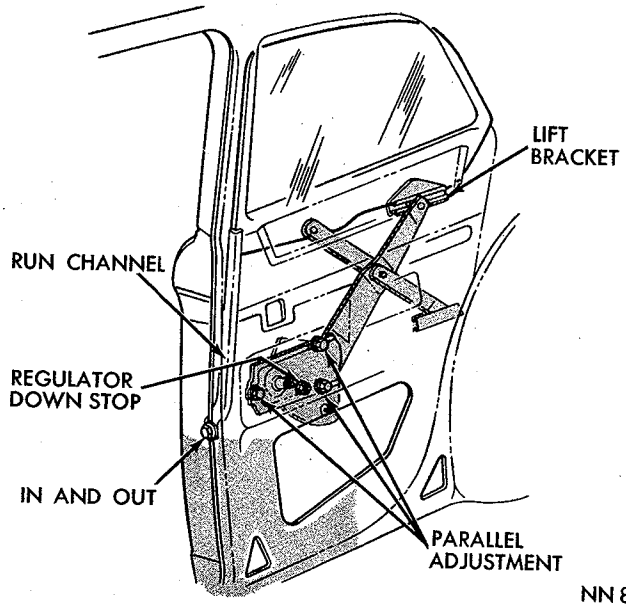

*Fig. 158—Quarter Window Adjustments—Valiant Sedan*
(1) The front glass run channel (Fig. 158) should be tightened before adjusting glass.
(2) Raise window until top of glass is ⅛ inch below window opening frame.
(3) Adjust regulator so top of glass is parallel to window opening frame and tighten screws.
(4) Lower window until rear of glass is approximately ¼ inch above wheelhouse and tighten the down stop on regulator plate.